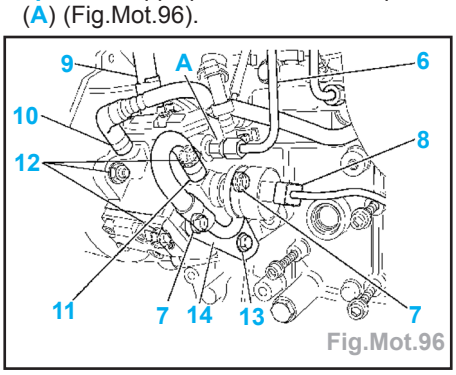

Fig.Mot.96
Impératif : appliquer un contre-couple en (A) (Fig.Mot.96).